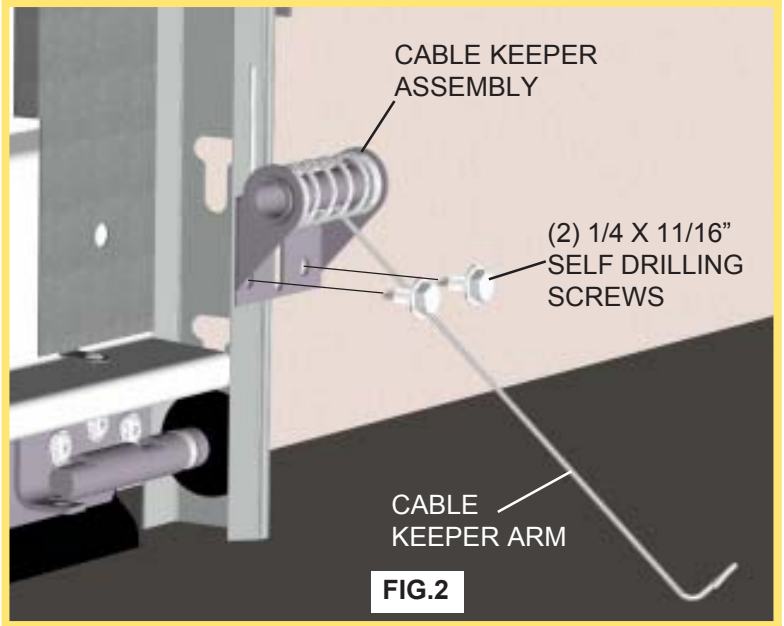

FIG.2
Attach the right hand (Black) cable keeper assembly to the bottom section directly above the bottom bracket (see **fig.2**). Position the cable keeper assembly so that it over hangs the edge of the section by 1/8" (see **fig.3**). Fasten with (2) 1/4 x 11/16" self drilling screws (wood doors will use (2) 1/4 x 1" lag screws).